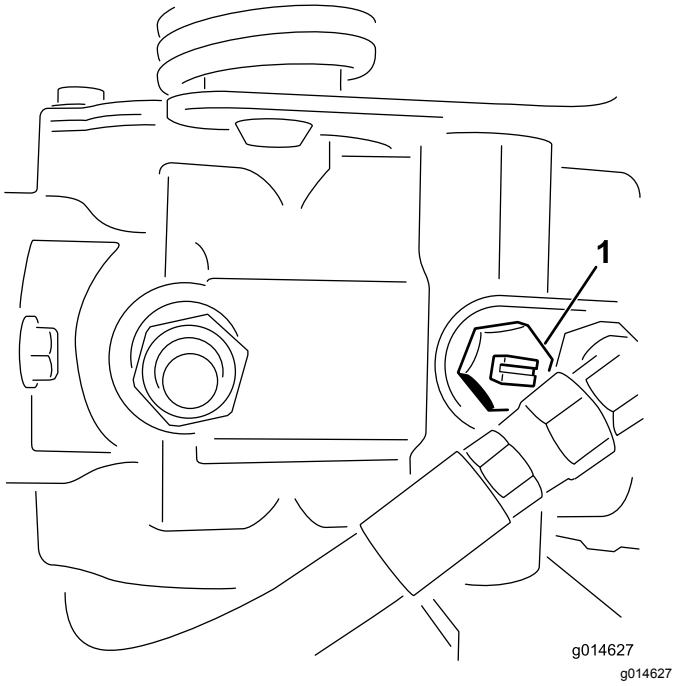

Figur 29
1. Finn omløpsventilen på pumpen, og vri den slik at åpningen står vertikalt (Figur 29).
2. Før du starter motoren, må du stenge omløpsventilen ved å vri den slik at åpningen står horisontalt (Figur 29).